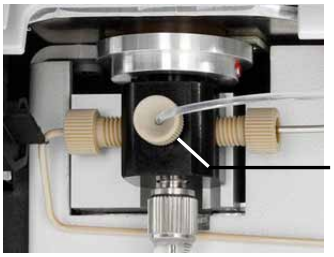

Abb. 15: Anschluss der Waschflasche am Spritzenventil
3. Schließen Sie das andere Ende des Schlauchs am Spritzenventil an (→ Abb. 15).